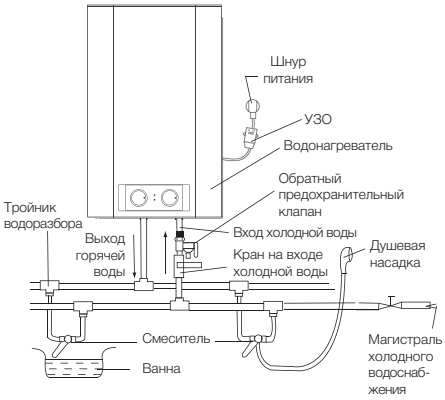

Рис. 7.
4. Если необходимо реализовать многоканальную систему водоснабжения, используйте способ соединения (см. рис. 7 и 8).